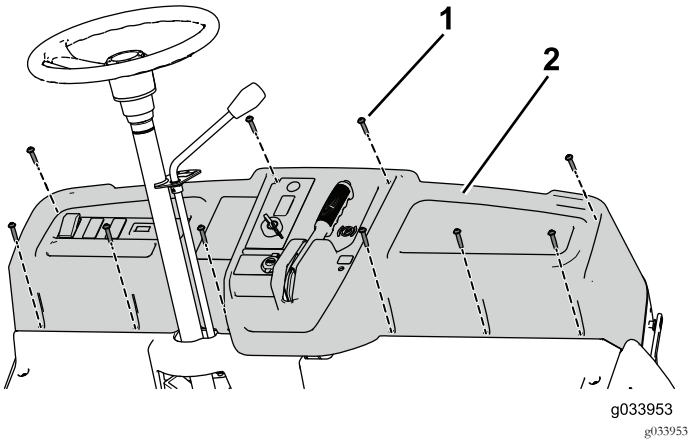

Figur 12
6. Ta bort och spara de tio skruvarna (1/4 x 1 1/4 tum) så att du kan ta bort instrumentbrädan tillräckligt för att koppla loss parkeringsbromsen, gasvajern och växelvajern (Figur 12).